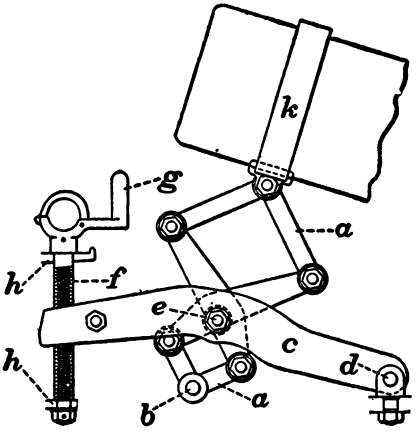

FIG. 60.
The Elevating Device (4), Fig. 60, consists of *frame* and *double lazy-tongs.*
The Double-screw Elevating Device, Fig. 60*a*, is used on 25 of the carriages for 3.6-inch guns. It consists of a hollow exterior screw (*a*) (having an exterior right-hand thread and an interior left-hand one) in which works an interior screw (*c*) to whose trunnioned head is attached the guide-strap (*s*), the arms of the strap being secured by nuts to the prolongations of the upper bolts that secure the middle transom. This insures rotation of the elevating device in a plane passing through the axis of the carriage. The bronze nut (*b*) in which *a* works is arranged on trunnions between the cheeks of the carriage, and has the hand-wheel (*d*) (or in some cases a large gear-wheel) so fixed to it that the latter can be rotated but has no motion of translation. A groove (*e*) is cut on the screw *a*, and a key on the hand-wheel fits this.
FIG. 60*a*.